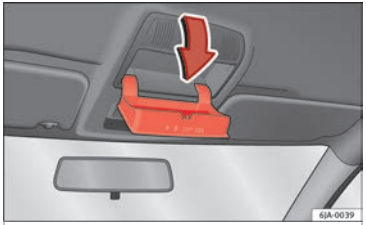

Fig. 156 Close-up of roof panel: storage compartment for eyeglasses.
– Press the compartment lid and it will drop down ››› **Fig. 156**.